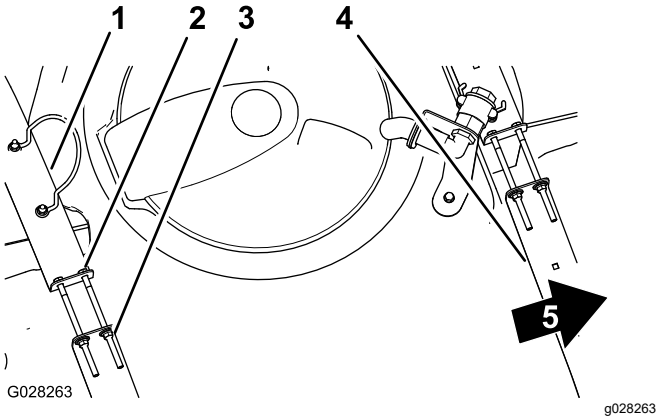

Figur 20
2. Kontroller, om der er bevægelse mellem tankremmene og tanken (Figur 20).
3. Hvis tankremmene sidder løst fast på tanken, skal flangelåsemøtrikkerne og boltene øverst på remmene strammes, indtil remmene flugter med tankens overflade (Figur 20).